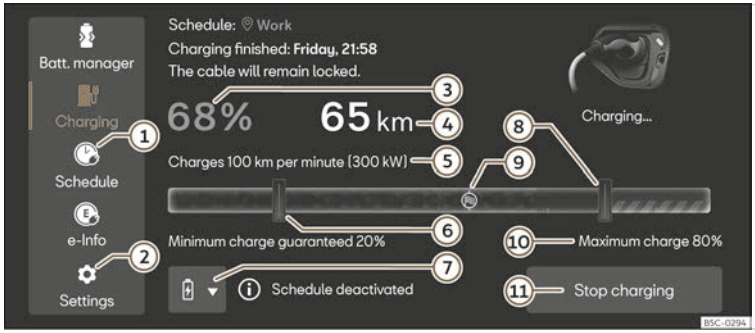

Fig. 67 In the infotainment system: Charging main menu.
2. Push the ⚙ ② ››› Fig. 67 button.